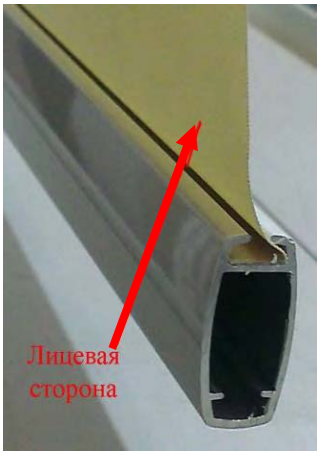

Рис.12
3) **Рейка нижняя алюминий под полосу (LVT) (310533-0225)** с использованием пластиковой полосы-фиксатора (без оборачивания тканью). Наклеить *полосу-фиксатор 9 мм (310539-0000)* на нижний край лицевой стороны ткани. Для тканей с большой толщиной (Скрин, некоторые БА) вместо *полосы-фиксатора 9 мм* можно использовать *полосу-фиксатор 7 мм (311083-0000)* в том случае, если ткань тяжело вставляется в нижнюю рейку. Подогнуть ткань один раз на высоту пластиковой полосы-фиксатора так, чтобы полоса фиксатор была внутри подгиба. При необходимости использовать степлер (шаг между скобами – 30см). Надеть на подогнутый край ткани рейку нижнюю алюминий под полосу(**Рис.12**).